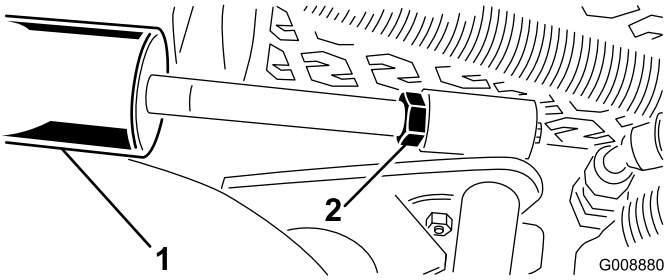

Figur 14
A. Sænk klippeenhederne, og drej kontramøtrikken på cylinderen tilbage (Figur 14).